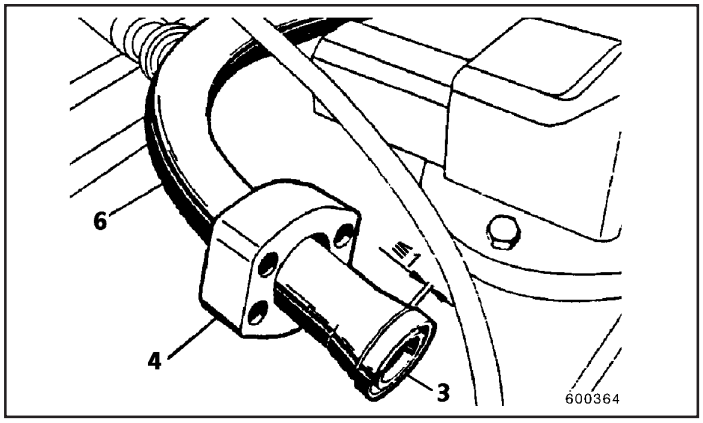

Fig.6
6. Pressione o anel “Z” cravando-o no tubo utilizando o dispositivo hidráulico até que a borda do anel atinja o final do tubo (Fig. 6). A introdução do anel no tubo provoca a expansão deste, fazendo com que a borda de corte do anel “Z” seja cravada na parede do tubo.